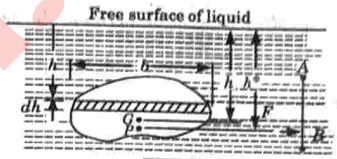

Fig. 1.24.1.
1. As shown in Fig. 1.24.1, consider a plane vertical surface of an arbitrary shape immersed in a liquid.